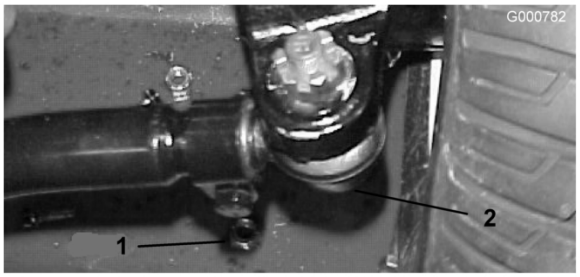

Figur 58
2. Du kan justere afstanden ved at fjerne låseclipsen og møtrikken fra hver forbindelsesstangs kugleled. Fjern forbindelsesstangens kugleled fra akselhusets holder (Figur 58).
3. Løsn klemmerne i hver ende af forbindelsesstængerne (Figur 58).